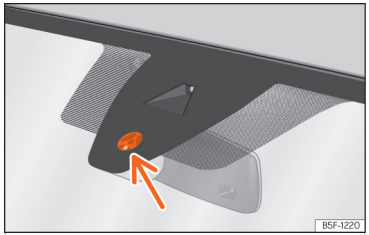

Abb. 110 Sensitive Fläche des Regensensors.
Mögliche Ursachen für Störungen und Fehlinterpretationen *im Bereich der sensitiven Fläche* ››› (Abb. 110) des Regensensors sind u.a.:
- **Schmutz**: Trockener Staub, Wachs, Scheibenbeschichtungen (Lotuseffekt) oder Waschmittelrückstände (Waschstraße) können den Regensensor tendenziell unempfindlicher machen oder später, langsamer oder gar nicht mehr reagieren lassen. Die Sensorfläche des Regensensors ››› (Abb. 110) (Pfeil) regelmäßig reinigen und die Scheibenwischerblätter auf Beschädigungen prüfen.